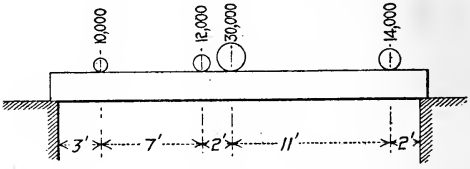

Fig. 5.
1. Given a beam 25 ft. in length, and weighing 150 lb. per ft., with weights distributed as shown in sketch (Fig. 5); find graphically the amount and location of the greatest bending moment. Also show graphically the shear. Find both analytically.